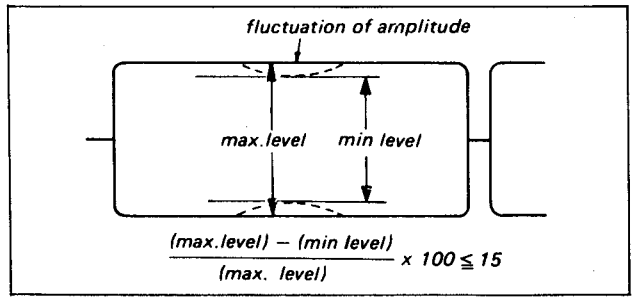

Fig. 10-5. TRACKING CHECK (fluctuation of amplitude) (Alignment tape (BR5-2) playback mode)
5. Adjust the tracking volume so that the amplitude of RF waveform is maximum. Check to see that the fluctuation of RF waveform satisfies the specification shown in Fig. 10-5.